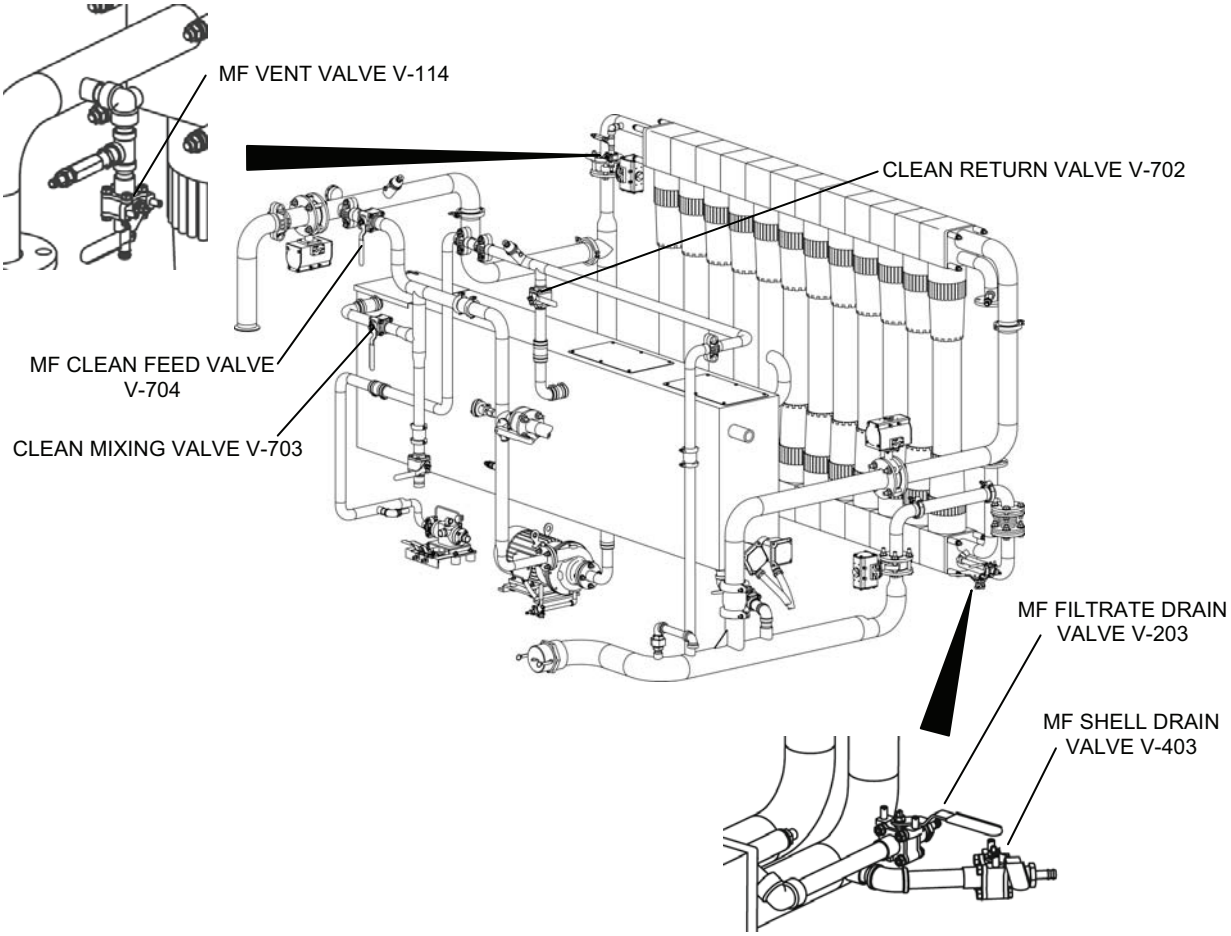

Figure 10. Valves for MF Acid Cleaning.
1. Set valves for MF acid cleaning as follows (Figure 10):
b. Close Clean Return Valve V-702 (Figure 10).
g. Wait for the RO feed pump to stop, then close MF Clean Feed Valve V-704 (Figure 10).
c. Open Clean Mixing Valve V-703 (Figure 10).